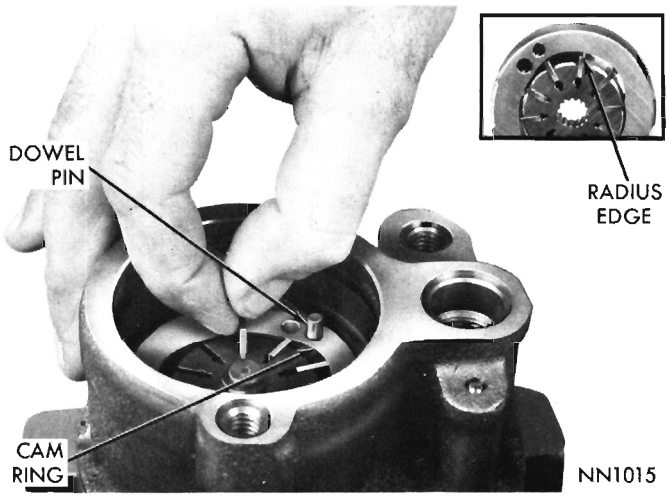

Fig. 17—Installing Rotor Vanes
(9) Install ten vanes in rotor slots with radius edge facing out towards cam ring inner surface (Fig. 17).